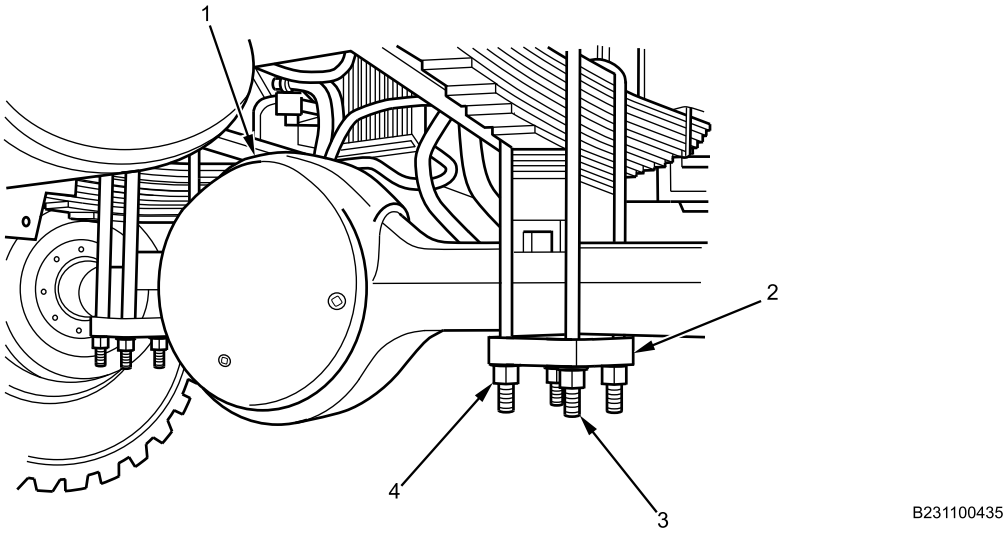

Figure 27. Rear Axle Assembly.
16. Install two U-spring bolts (Figure 27, Item 3) on rear axle assembly (Figure 27, Item 1) with block (Figure 27, Item 2), four new washers, and four new locknuts (Figure 27, Item 4). Using criss-cross pattern, torque locknuts to 15 lb-ft (20 N•m).